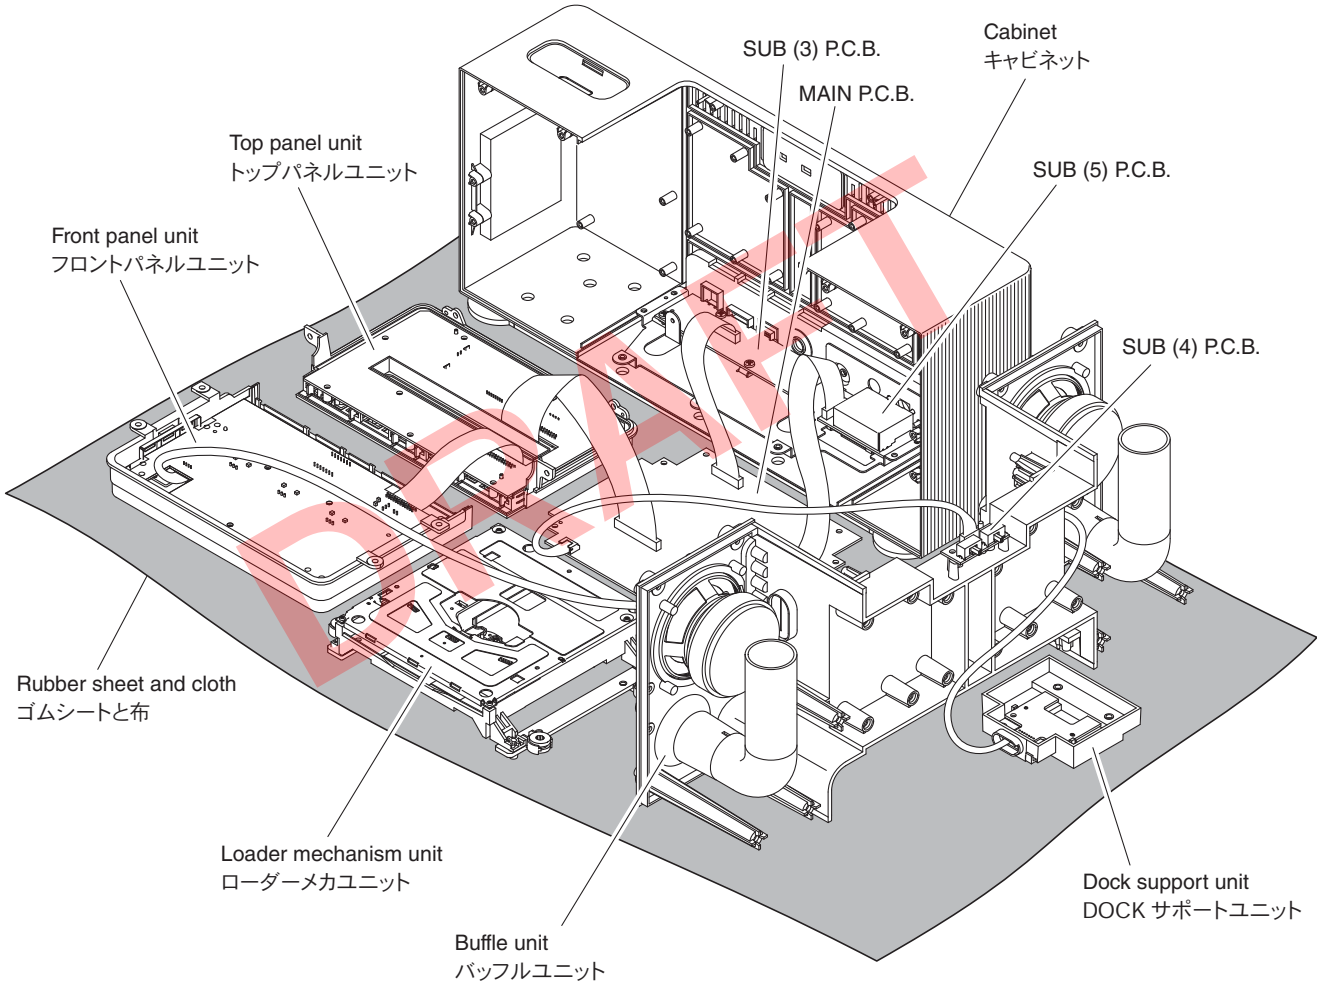

Fig. 5
- Spread the rubber sheet and the cloth. Then place P.C.B.s on the cloth and check it. (Fig. 5)
- ゴムシートと布を敷き、その上に P.C.B. を置いてチェックします。（Fig. 5）